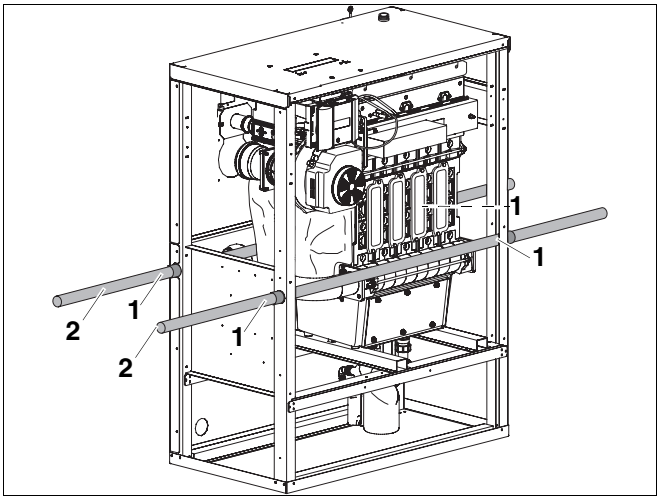

Fig. 7 Trasporto della caldaia con l'ausilio dei tubi
- Spingere i tubi attraverso i fori presenti sui lati frontali della caldaia (➔ fig. 7).
- Per evitare la caduta, fissare i tubi alle posizioni illustrate in fig. 7, ad es. con del nastro adesivo.